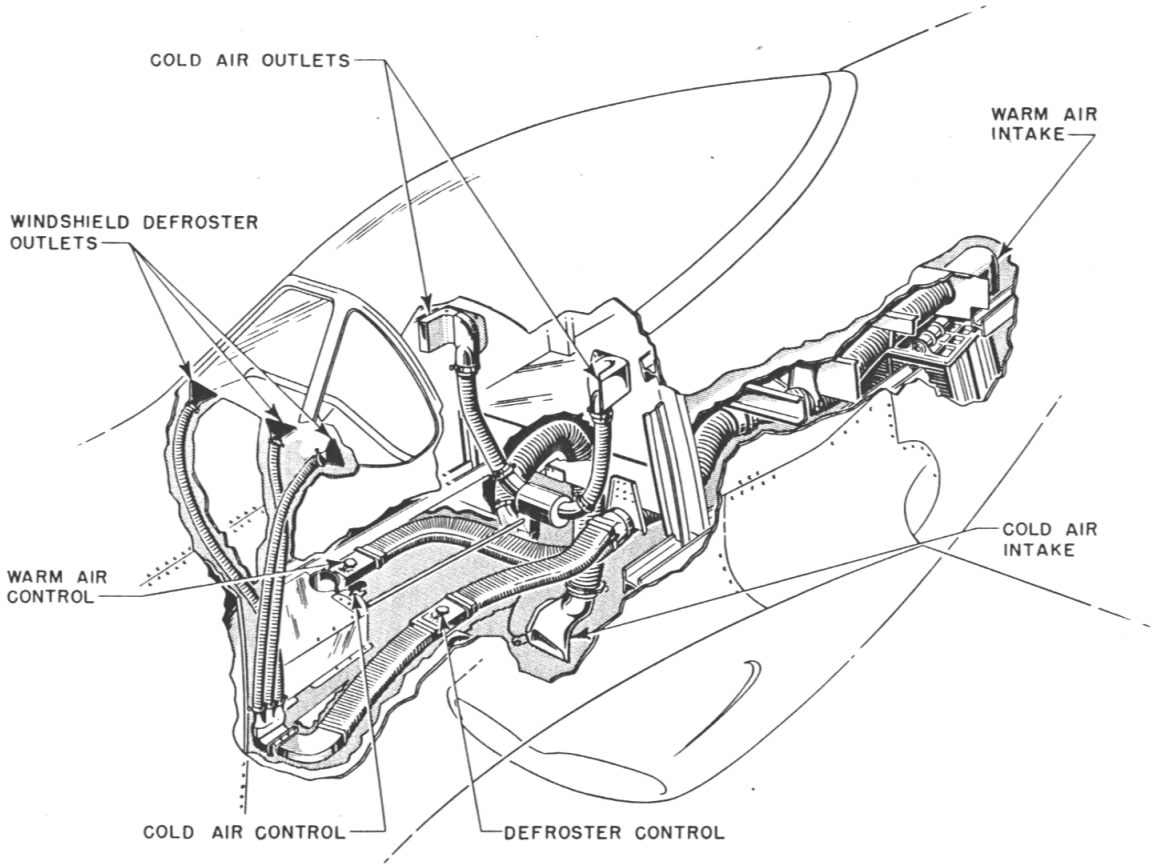

Figure 42—Heating, Ventilating, and Defrosting Systems
a. COCKPIT HEATING AND DEFROSTING.—Warm air from aft of the coolant radiator is utilized to heat the cockpit and to defrost the windshield and left side window *(see figure 42)*. The cockpit hot air control is on the floor at the right of the control column; the defroster control is on the floor at the left of the control column. To admit warm air turn desired control to the right, toward "ON."